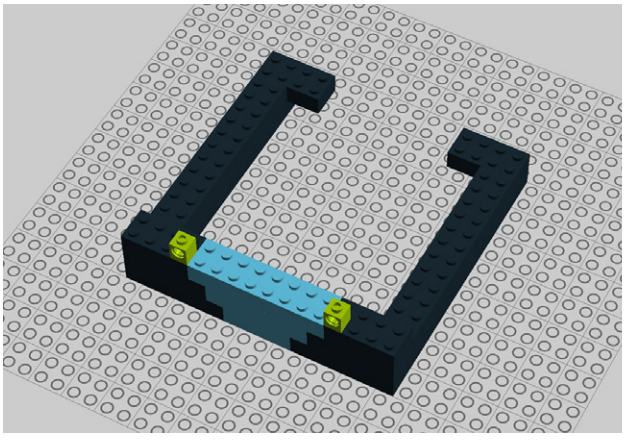

Figure 9-16. *Step 11: Attaching a couple of 1x1 Technic bricks*
11. Next, add two 1x1 Technic bricks as seen in Figure 9-16.